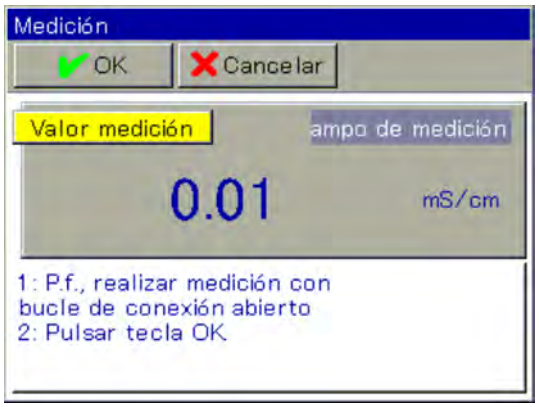

Fig. 76: Medición
7. El dispositivo efectúa ahora una medición con el lazo abierto del conductor del adaptador de calibración. Espere a una indicación estable del valor de medición y confirme a continuación con «OK». (Véase Fig. 76 .)